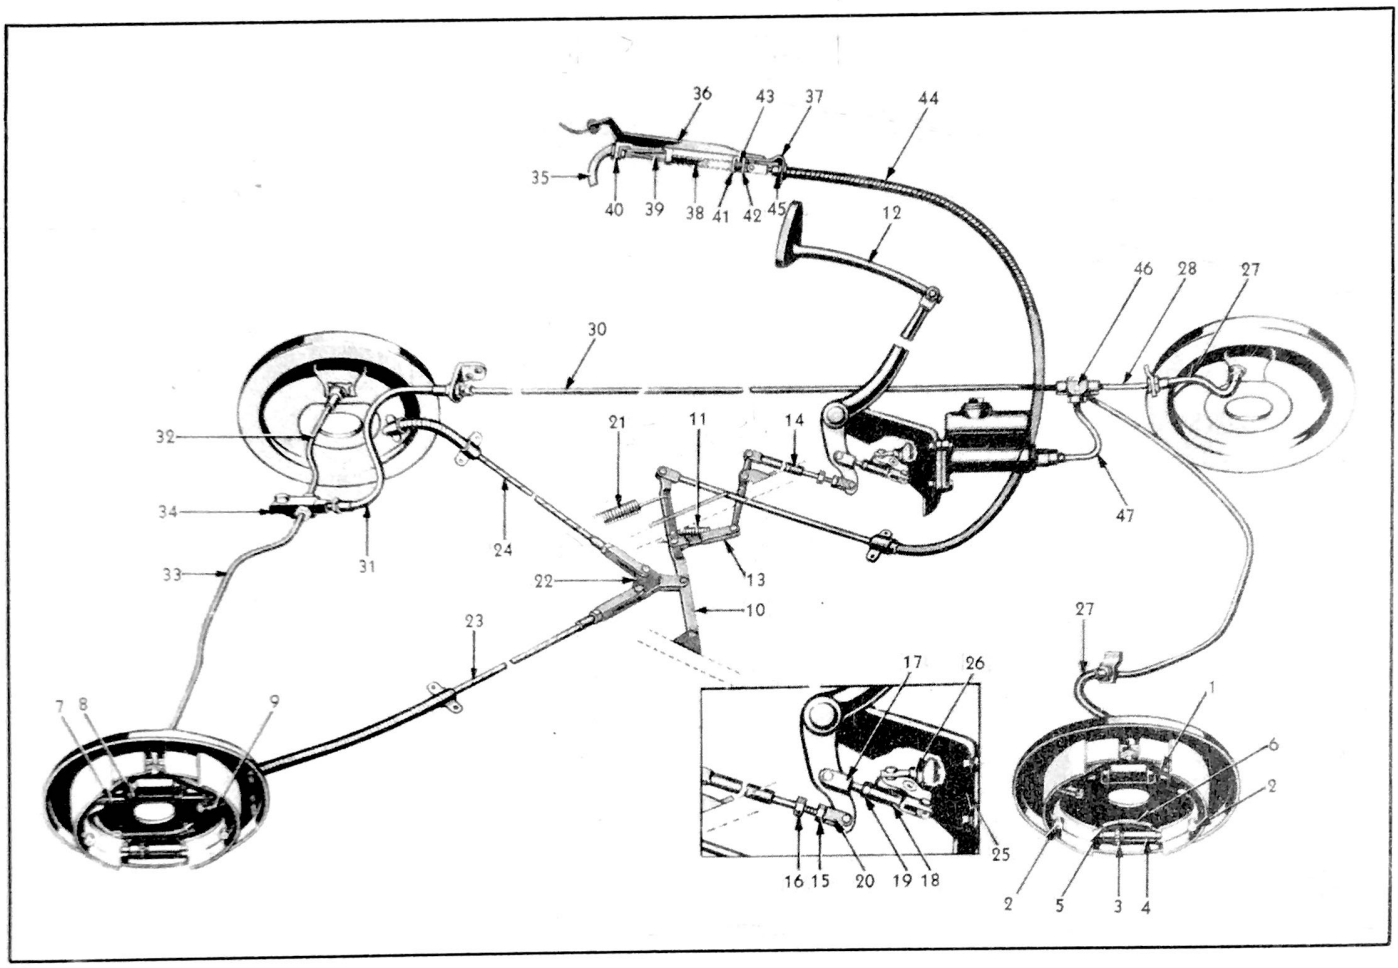

Figure 294 - Brake Control
Should the hydraulic system become inoperative for any reason, continued pressure on the foot brake pedal causes a pedal push rod adjustable end nut (16, Fig. 294) to contact the front face of pedal push rod (14). Push rod adjustable end (15) is a sliding fit in the push rod (14).